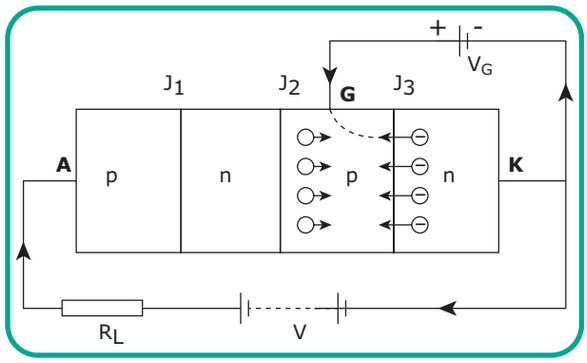

Figure 5.10 SCR with Gate Voltage
Figure 5.10 shows the small positive voltage applied to the gate. Now the junction J_3 is forward biased and junction J_2 is reverse biased. The electrons from N-layer (cathode) start moving across junction J_3 towards left, whereas holes from P-layer (Gate) move towards, right, consequently, the electrons from junction J_3 are attracted across junction J_2 and gate current starts flowing. This makes the anode current to increase. This increased anode current in turn makes more electrons available at junction J_2. This process continues and in short time the junction J_2 breaks down and SCR starts conducting heavily. Once the SCR starts conducting the gate loses its control. Even if gate voltage is removed, the anode current does not decrease at all. The only way to stop conducting is to reduce the supply voltage (V) to zero.